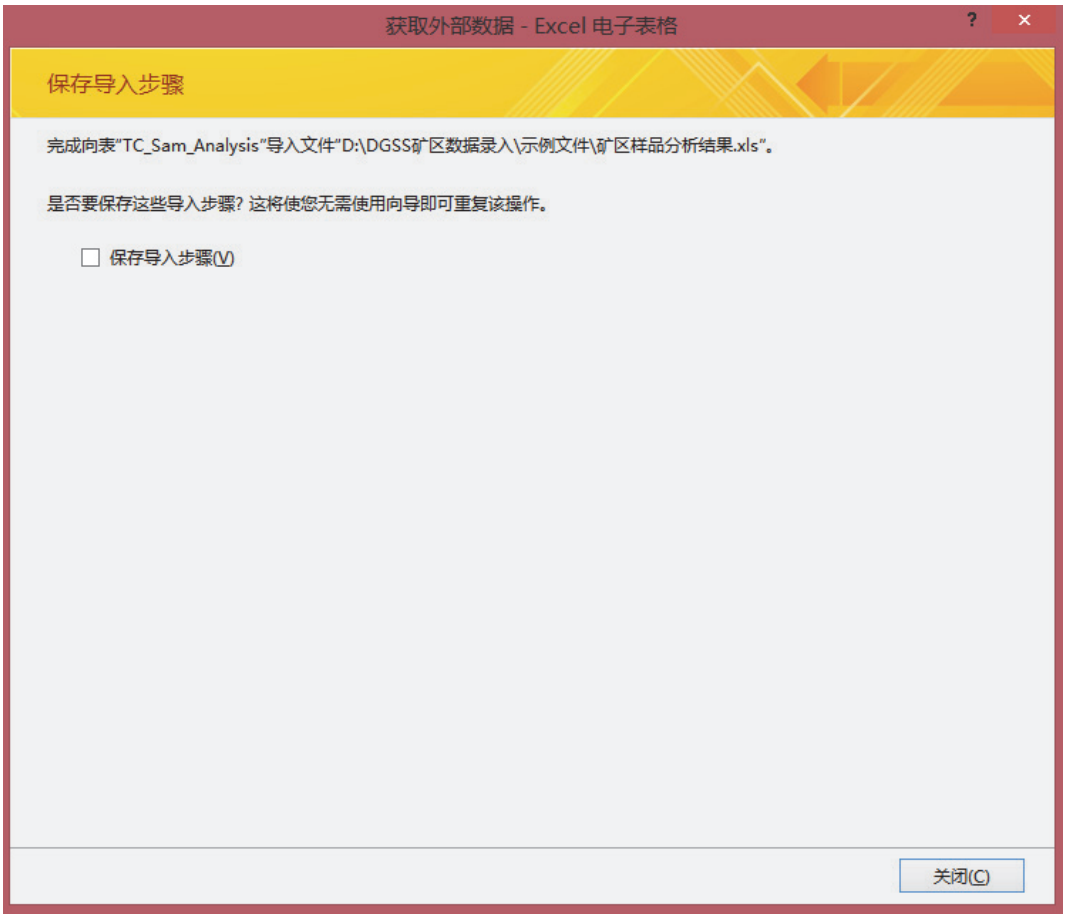

图 7-34
7. 点击“完成”，再点击“关闭”结束本次导入操作（见图 7-34）。